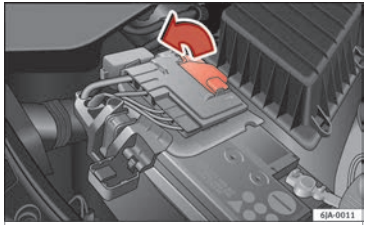

Fig. 115 Battery: Opening the cover.
– Open the battery cover in the direction indicated by the arrow ››› **Fig. 115**.